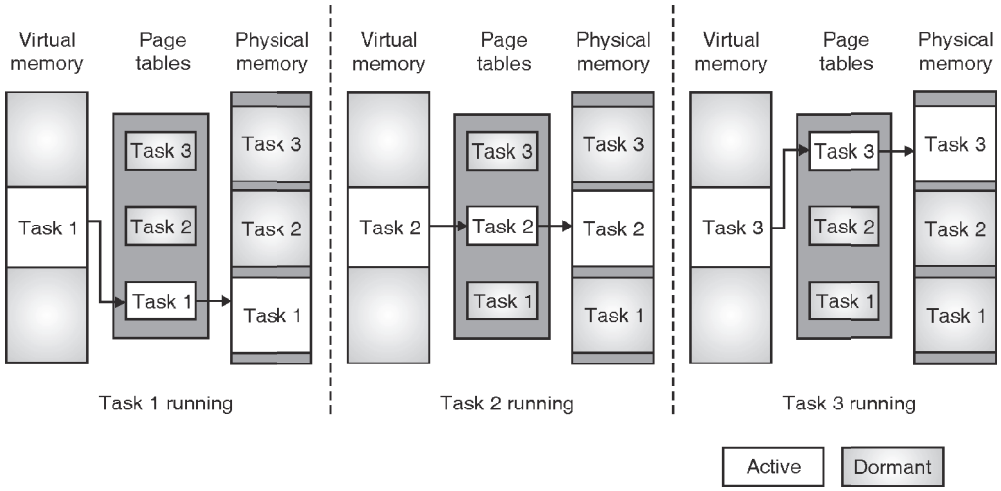

Fig. 5.13.1 : Multitasking using Virtual memory
- Whenever task switching is to be done the pages being accessed can be changed and accordingly task switching can take place. The usage of the different pages for different tasks is as shown in the Fig. 5.13.1.